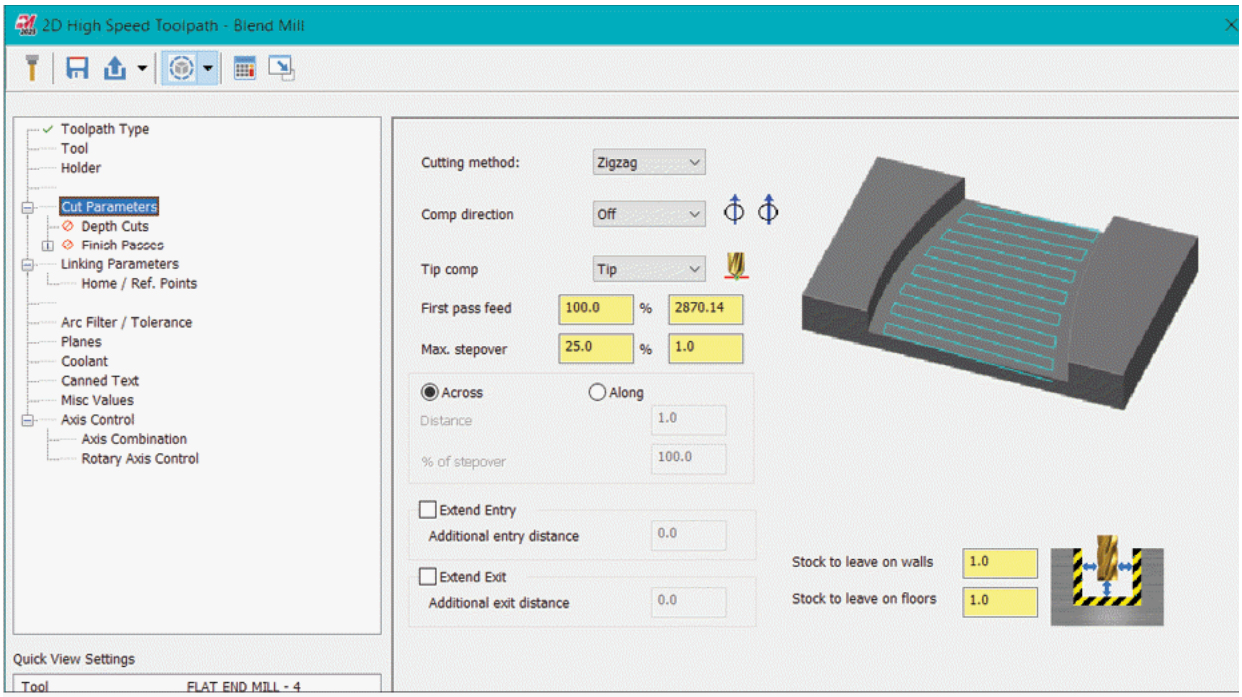

Figure-52. Cutting parameters
- Specify the parameters as discussed earlier. Note that you need to specify the **Cut Parameters** carefully to get good surface finish; refer to Figure-52. Select the **Across** radio button or **Along** radio button depending on the shape of your model.